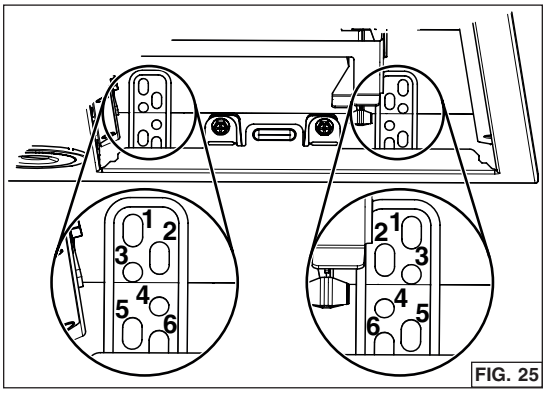

FIG. 25
3. Lift the unit until contact is made between the unit flange and cabinet. Secure the unit to the cabinet using 4 no. 8 x 5/8" wood screws included in parts bag (2 screws per side). Use upper or lower holes (**1, 2, 3, 4, 5** or **6**) (FIG. 25).